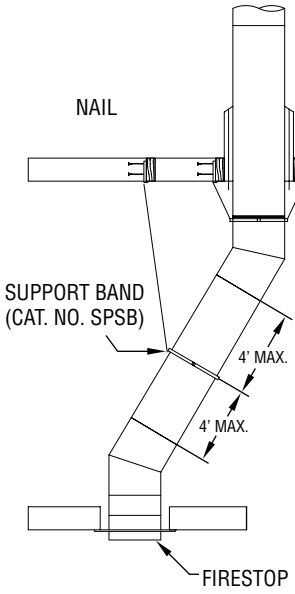

Figure 39
2. Attach the elbow(s) to the chimney pipe or other support part and push to lock. Using the offset chart, add chimney sections between the elbows. A support band (SPSB) is required at the upper elbow of the pair to support the load, as shown in ***Figure 39***. Attach the upper elbow to bring the chimney back to vertical.